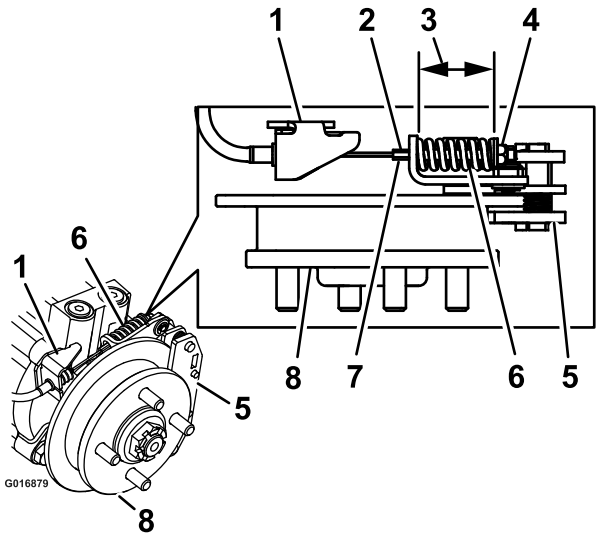

**Figuur 72**
9. Houd het draaduiteinde vast met een stuk gereedschap en draai de borgmoer losser of vaster tot de lengte van de veer tussen 3,8 en 4,0 cm is (Figuur 72). Zorg ervoor dat de kabel niet draait terwijl de moeren worden losgedraaid.